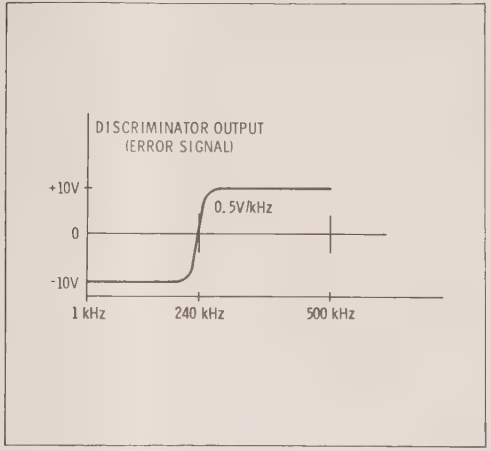

Figure 8-43. Discriminator Output ERROR Signal
Pulse Width Controlled Voltage Generator (L) The output of the EXCLUSIVE OR circuit is applied through A1Q9, A1Q8, and associated circuitry where the signal is buffered, offset, and filtered. Q9 and Q8 are connected as a dc-coupled differential amplifier. The error output signal is a dc voltage related to frequency as indicated in Figure 8.43. Immediately after the YTO (first LO) is stabilized, the ERROR signal will be approximately 0 Vdc. Now if the YTO is increased in frequency because of drift or noise, the ERROR signal will go negative and bring the YTO back to very nearly the same frequency. If the YTO is decreased in frequency, the ERROR signal will go positive. Slightly tuning the coarse TUNING control will have the same effect. R30 and C17 constitute a low pass filter.
Vary the frequency of the oscillator while observing the discriminator ERROR output at C4. The discriminator output should vary as shown in Figure 8-43. If the correct output is not obtained, perform the following tests with the oscillator still connected to TPA.